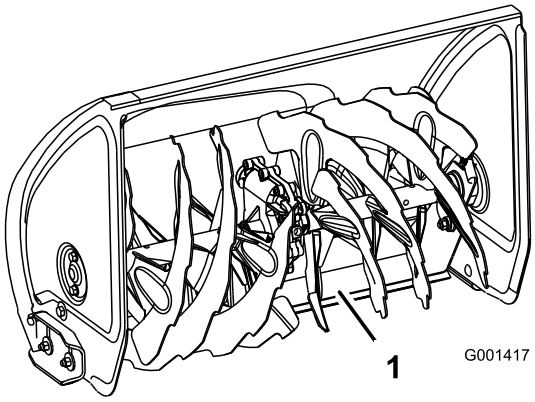

Figur 44
4. Tryk håndtagene ned, så den drejelige skraber kan bevæge sig helt fremad, og sæt herefter sneslyngens forende ned, således at den drejelige skrabers forkant berører jorden (Figur 44).